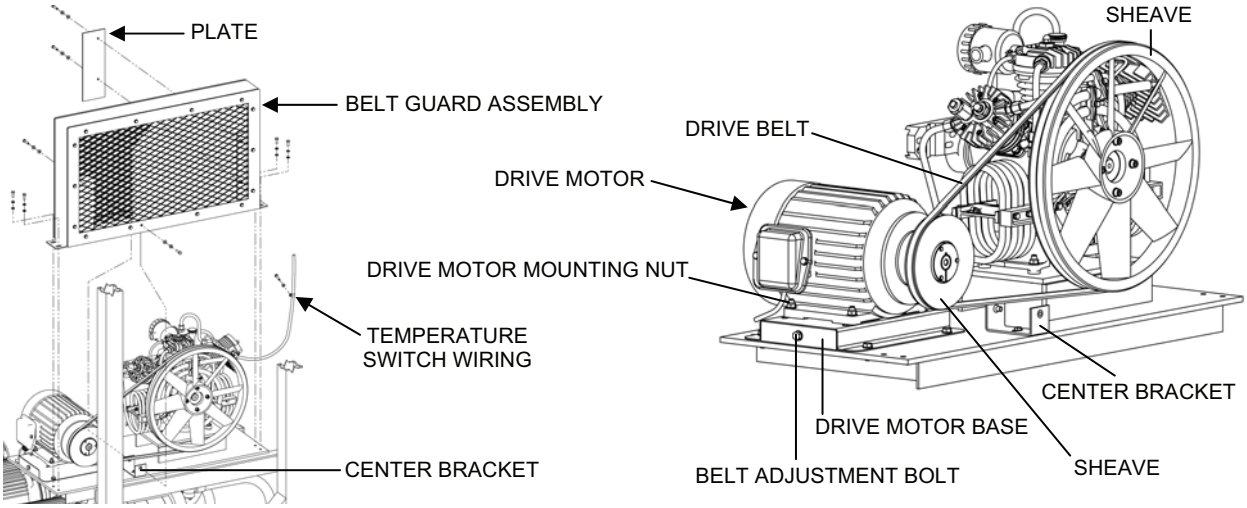

Figure 1. Compressor Drive Belt Guard and Drive Belt Removal.
e. Install the belt guard assembly and reattach the wiring clamp and rectangular plate (see Figure 1).